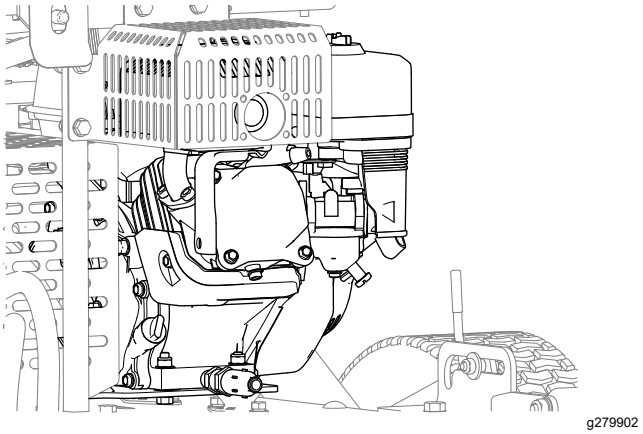

Figur 42
4. Fjern snavs og affald fra motoren og motorens køleribber (Figur 42).